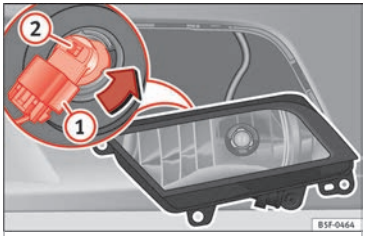

Fig. 152 Front fog light.
– Remove connector ››› **Fig. 152** (1) from the bulb.
– Turn the bulb holder ››› **Fig. 152** (2) anti-clockwise and pull.